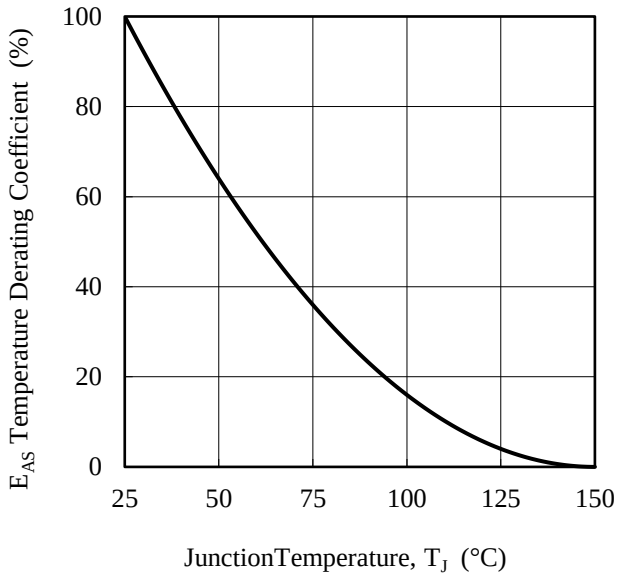

Figure 4-2 Avalanche Energy Derating Coefficient Curve
(1) See Section 4.2.
(2) See Figure 4-2.
(3) Single pulse, V_{DD} = 99 V, L = 20 mH
(4) See Section 4.4.
(5) When embedding this hybrid IC onto the printed circuit board (cupper area in a 15 mm × 15 mm).